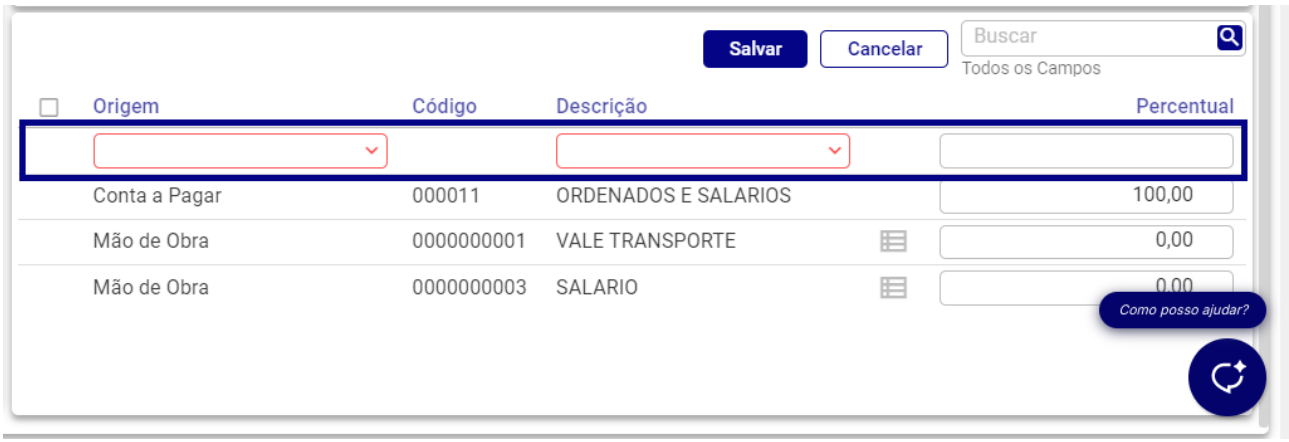

Figura 93: Campos
- Preencha os **campos** (Figura 93) solicitados.